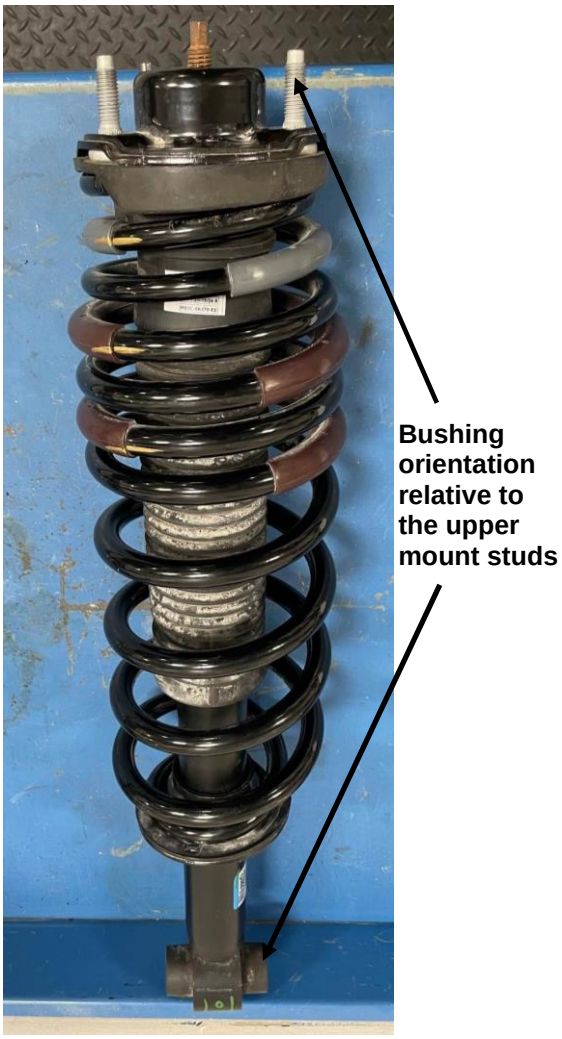

**Figure 1: OEM Bushing/spring**
**B.** Note the lower bushing orientation relative to the studs and pin on the upper mount as shown in Figure 1 (important for reassembly).
**F.** Using an appropriate spring compressor, compress the appropriate spring and assemble it with the new Bilstein shock. **For 6100s, use the OEM coil spring. For 6112s, use the Bilstein supplied coil spring.** Ensure that the coil spring is installed in the direction shown only. Refer to Figure 1.
**I.** Rotate the shock so the lower bushing is aligned with the upper mount studs as noted in step B and shown in Figure 1.